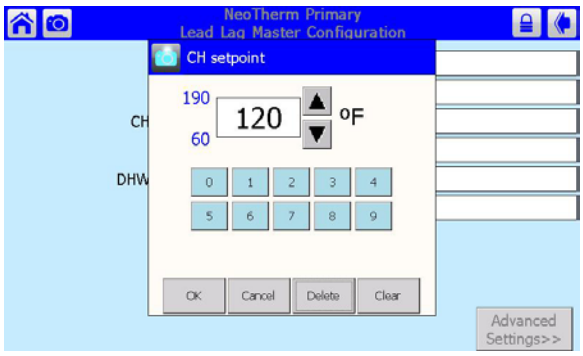

Fig. 41 - Numeric Entry Screen
5. The process would be the same if you wanted to change a numerical value, except that system would present a numeric entry screen. See Fig. 41.